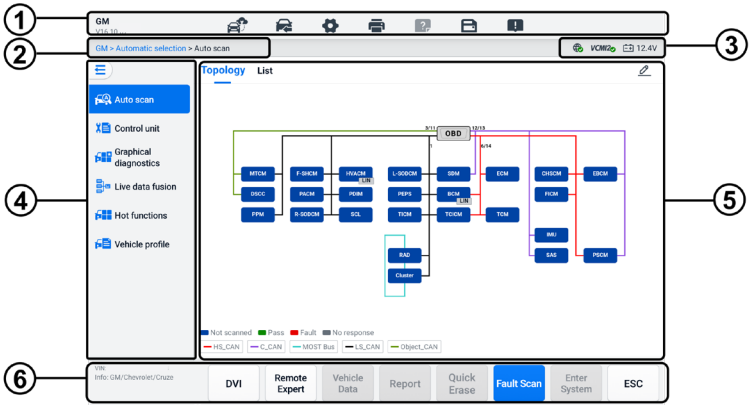

Figure 6-8 ***Diagnostics Main Menu Screen***
The Main Menu screen (see *Figure 6-8 Diagnostics Main Menu Screen)* navigates users to perform read codes, clear codes, or perform comprehensive automotive diagnostic functions, and so on. After the function is selected, the tablet will establish a communication with the vehicle through the VCMI2, and enter the corresponding function menu or selection menu based on your selection.
1. Tap the **Diagnostics** application button on the MaxiSys Job Menu. Choose the corresponding vehicle information and enter the Main Menu screen (see *Figure 6-8 Diagnostics Main Menu Screen*).